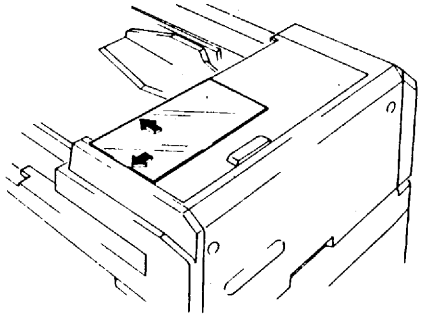

Рис.19.Положение ярлыка-индикатора 5026,5331
(37) Отрегулировать уровень экспонирования.
(38) Отрегулировать датчик экспонирования.
(39) Поместить ярлык-индикатор состояний на крышку инвертора (для машин 5026,5331) (рис.19).
(40) Если имеется модуль для считывания карточки с интегральной схемой, установите его обратно.